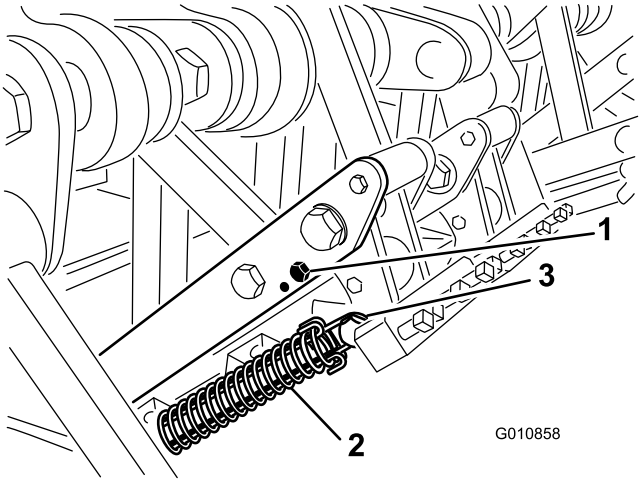

Figuur 28
3. Maak de veerspanning naar de tandenkop los (Figuur 28).
4. Verwijder de bumperbout en de bumper van de koppelingsarm en plaats deze terug in de andere instelopening (Figuur 28).